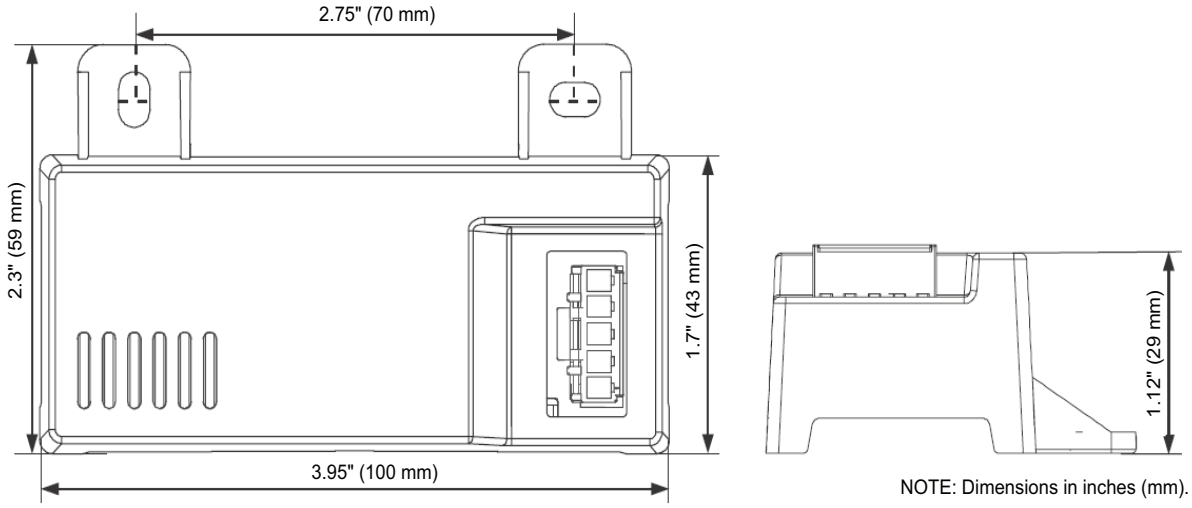
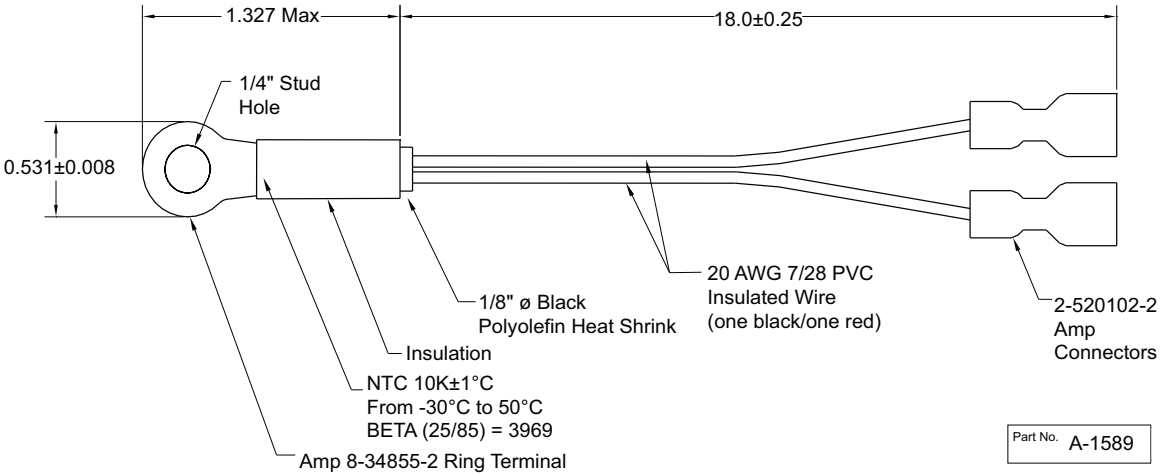
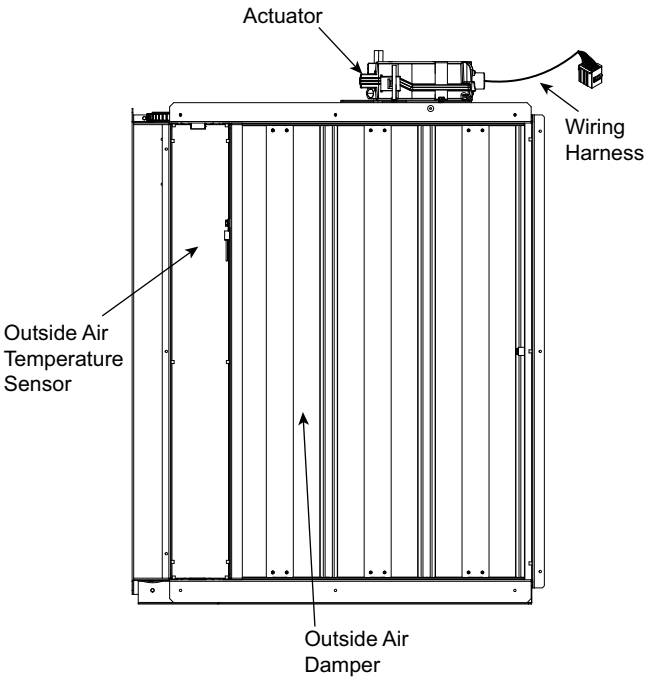

Fig. 78 — HH57LW001 Dimensional, Connection and Switching Information
Fig. 79 — HH79NZ039 Dry Bulb and Mixed Air Sensor Wiring
Fig. 80 — EconomizerONE Component Locations (CRECOMZR108A00 Shown)
When using the HH57LW001 enthalpy sensor (see Fig. 78) for outside air changeover, the existing HH79NZ039 dry bulb sensor (see Fig. 79) must be removed. The enthalpy sensor will be mounted in the same location as the dry bulb sensor (see Fig. 80). When the enthalpy sensor's OA (Outside Air) temperature, enthalpy, and dew point are below their respective setpoints, the outside air can be used for free cooling. When any of these are above the setpoint, free cooling will not be available. Enthalpy setpoints are configurable and create an enthalpy boundary according to the user's input. For additional details, see Fig. 81-82 and Table 28.
The optional enthalpy control sensor (P/N: HH57LW001) communicates with the POL224 economizer controller using the 5-wire harness, 48TC005213. The HH57LW001 sensor can be used as a single outside air enthalpy, a differential return enthalpy, or a differential return temperature sensor. Refer to the base unit control wiring diagrams found earlier in this book to wire the HH57LW001 enthalpy sensor for each option. Use Fig. 78 and Table 30 on page 61 to locate the wiring terminals for each enthalpy control sensor.
Economizers are shipped standard with an HH79NZ039 outside air dry bulb sensor (see Fig. 79). System default setting (high temp limit) is 63°F (17°C) and has a range of 48°F to 80°F (9°C to 27°C). Sensor is factory installed on economizer.
If installing the optional HH57LW001 enthalpy sensor, the HH79NZ039 dry bulb outside air sensor must first be removed. Wire sensor to harness 48TC005213 and the (5) wires from the harness to the EconomizerONE harness in the return air chamber. Harness 48TC005213 has a 5-pin plug that connects directly to the HH57LW001 enthalpy sensor. Refer to the base unit control wiring diagrams earlier in this book for wiring connections. Refer to Fig. 78 and Table 30.